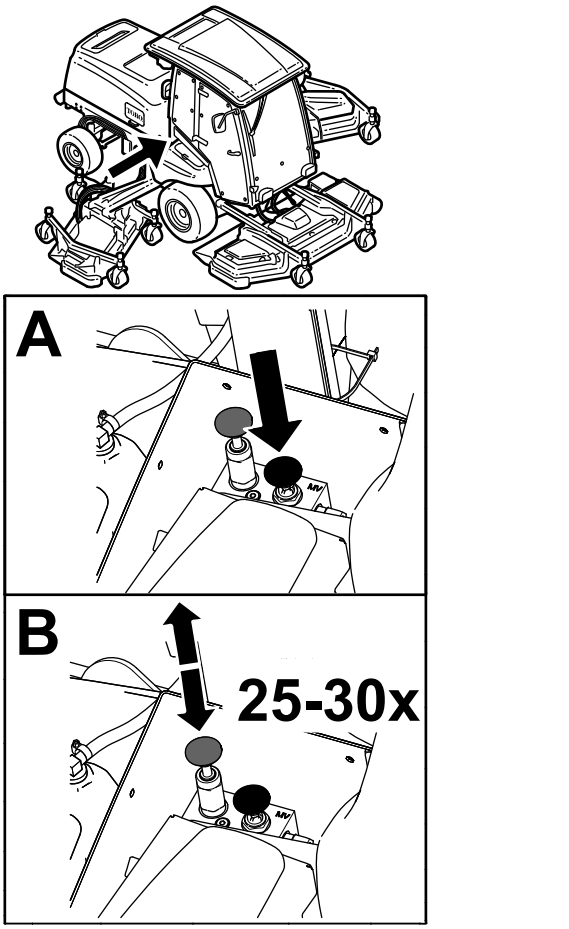

Figur 39
1. Förbikopplingsventil (2)
4. Släpp upp den automatiska parkeringsbromsen manuellt med hjälp av förbikopplingsventilen och kolven enligt Figur 39.